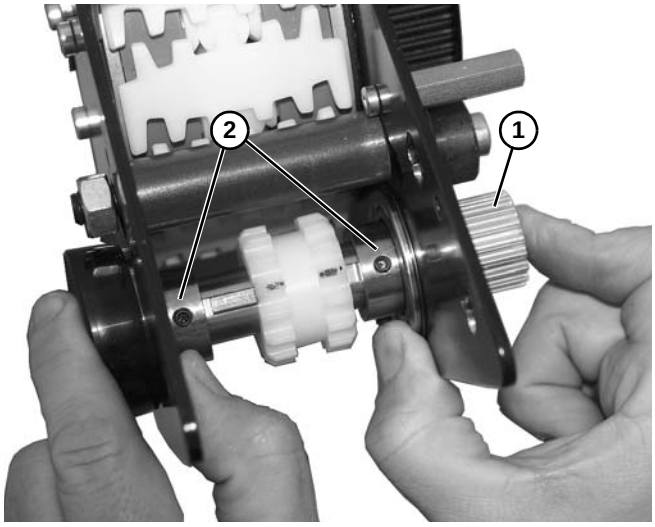

Figure 115
1. Install drive shaft **(Figure 115, item 1)** on two bearings **(Figure 115, item 2)** and press outward as shown.